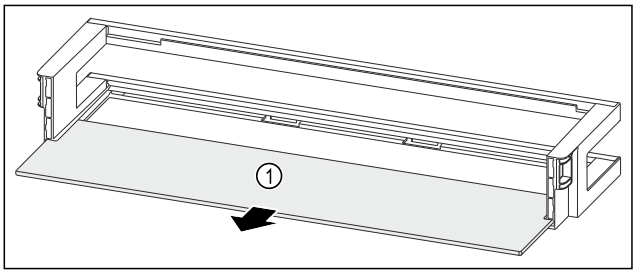

Fig. 173 Estantes en la contrapuerta con estante
▶ Retire el estante *Fig. 173 (1)*.